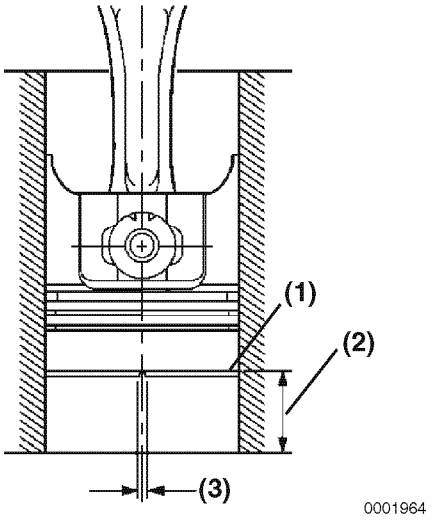

Figure 6-118
10. To measure piston ring end gap, insert each compression piston ring **(Figure 6-118, (1))**, one at a time, into the cylinder. Use a piston with the piston rings removed to slide the ring into the cylinder bore until it is approximately 1.18 in. (30 mm) **(Figure 6-118, (2))** from the bottom of the bore. Remove the piston. Measure the end gap **(Figure 6-118, (3))** of each piston ring. Record the measurements. *See Piston Ring on page 6-18 for specifications.*